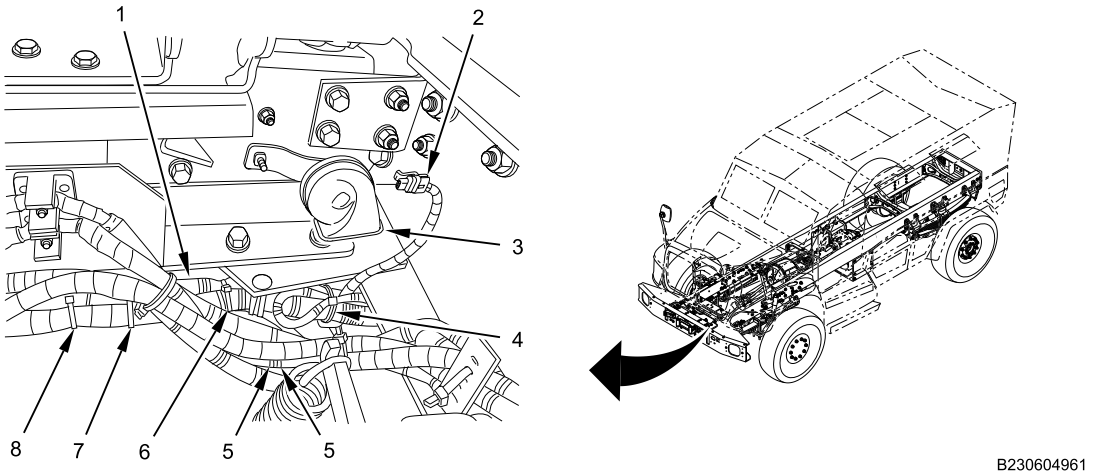

Figure 7. Left Horn.
12. Remove and discard six cable lock straps (Figure 7, Item 4, 5, 6, 7 and 8) fastening forward chassis harness (Figure 7, Item 1) together.
13. Disconnect connector (Figure 7, Item 2) from left horn (Figure 7, Item 3).